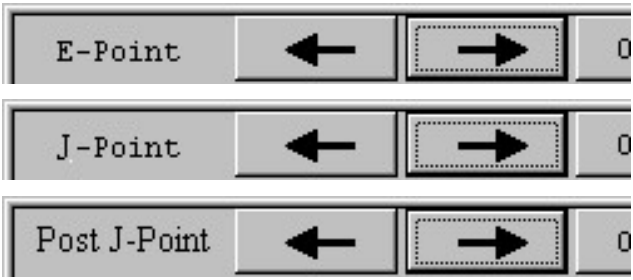

Fig 4.9
- Press **'E-point'** button to change the position of E-point to left or right press the **'<-' or '-> 'button** as shown in fig 4.9 respectively. Similarly press J-point and Post J-point button to change the position of J-point and post J-point respectively.